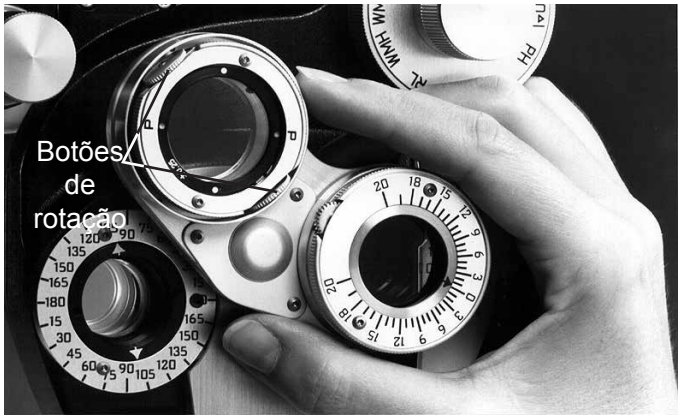

Figura JC-1 Botão de rotação com os dedos
1. A Unidade do cilindro cruzado está na posição correta para a verificação do eixo quando o eixo do Botão de rotação com os dedos (manivelas) corresponde ao eixo do cilindro corretor e os pontos vermelhos e brancos estão a 45° do eixo do cilindro corretor. Consulte a Figura JC-1.